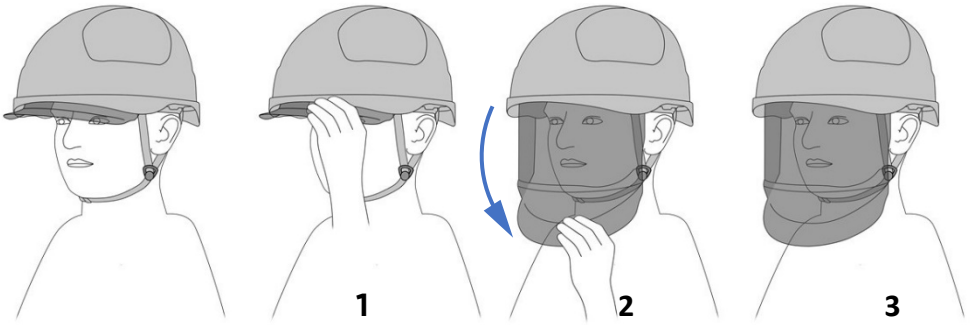

Fig. 6
1. Aby opuścić (otworzyć) osłonę twarzy (Fig. 6), należy delikatnie uchwycić ją za daszek (1) i pociągnąć (2), aż całkowicie wysunie się na zewnątrz hełmu (3),